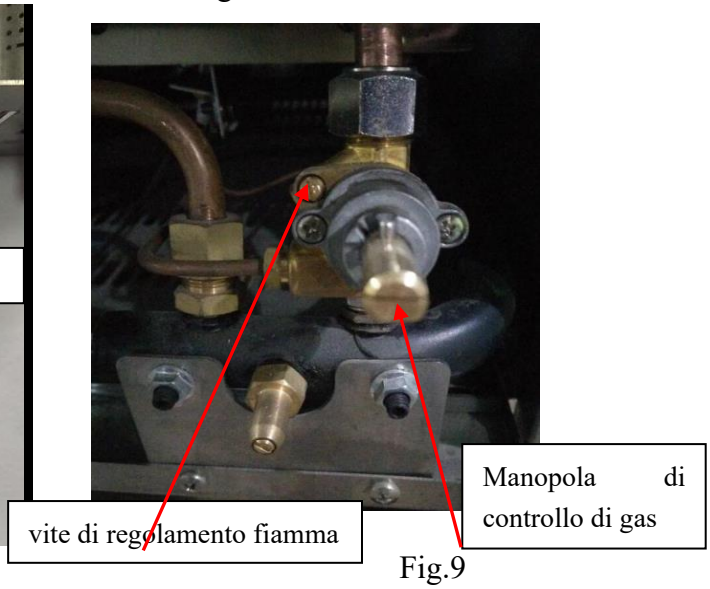

Fig.9
4、Regolamento di fiamma di pilota: La vite per regolare fiamma di pilota si trova vicino alla manopola di controllo di valvola di gas(Fig.9). In caso di cambiamento di tipo di gas, si prega di regolare la fiamma secondo la Sua propria richiesta girando la vite di regolamento di fiamma che si trova vicina alla manopola di controllo.